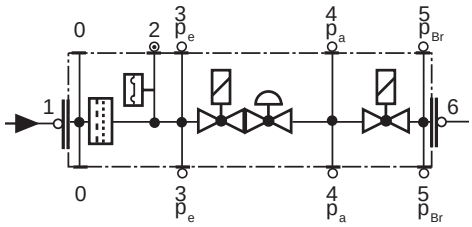

Рис. 28
- Заменяйте фильтр, если разница давления между точками 1 и 3 (Рис. 28) $\Delta p > 10$ мбар.